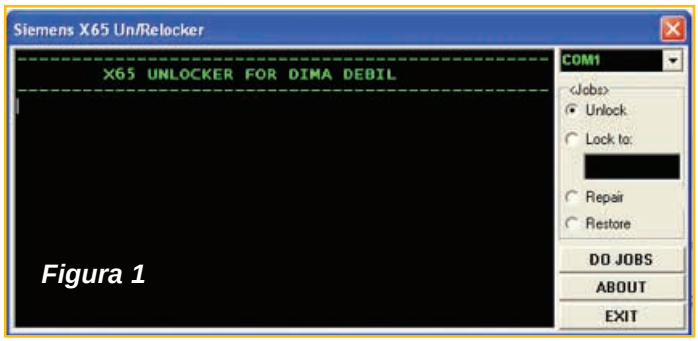

Figura 1
2) Ejecute el programa (figura 1).